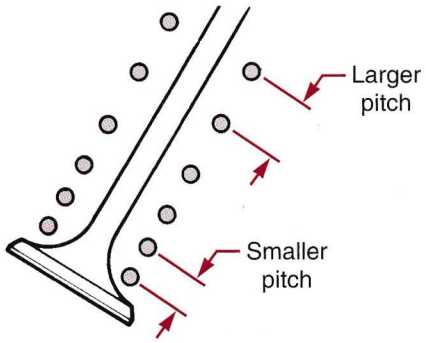

Figure 20-28. The tightest coils of progressive wound valve springs must be installed toward the cylinder head. (Yamaha Motor Corporation U.S.A.)
4. Install progressively wound valve springs with the tight coils toward the bottom collar, **Figure 20-28.**